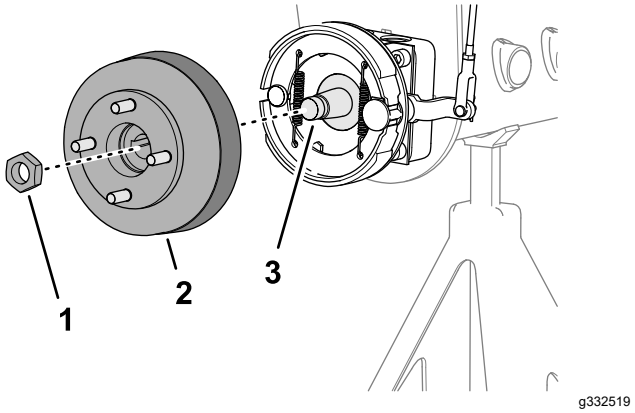
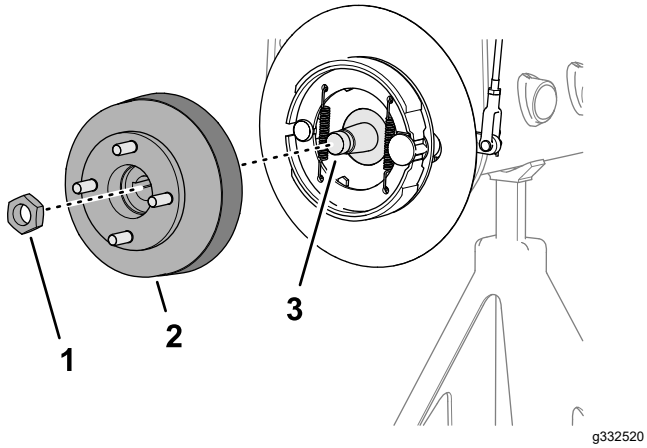

Figur 72
Figur 73
3. Monter hjulnavet og bremsetromlen på hjulmotorakslen (Figur 72 eller Figur 73).
4. Fastgør hjulnavet til akslen med låsemøtrikken (Figur 72 eller Figur 73), og tilspænd den med håndkraft.